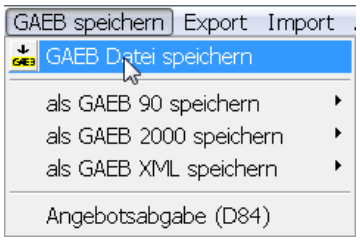

Bild 37.14 – GAEB-Formate in *GAEBWriter*
- Diese können Sie über das Menü *GAEB speichern* vorwählen (Abb. 37.14).